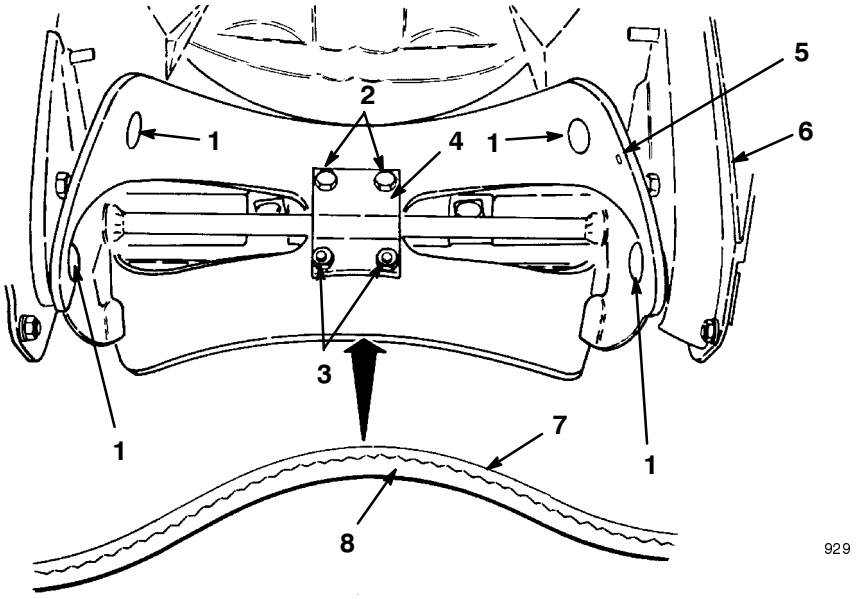

Figure 15
1. Ta bort de fyra torx-skruvarna, de två huvudskruvarna och de sex låsmuttrarna som fäster bladet till rotorspindeln (Fig. 15).
2. Dra ut bladet mellan bladstöden (Fig. 15).
1. Granska eggen på ett nytt rotorblad för att se skillnaden i tjocklek hos sidorna (Fig. 15). Vissa rotorblad har ett artikelnummer på den tjocka sidan av bladet.
Montera rotorbladen med den tunna sidan på**insidan** av böjningen. (Fig. 15). Om bladen inte monteras ordentligt, kan de komma ur balans och göra så att snöslungan “hoppar” eller “studsar.”
4. Placera skruvhuvudena på bladets tjocka sida (Fig. 15).
5. Böj bladet och fäst det med de återstående fyra torx-skruvarna och låsmuttrarna. Placera skruvhuvudena på bladets tjocka sida (Fig. 15).